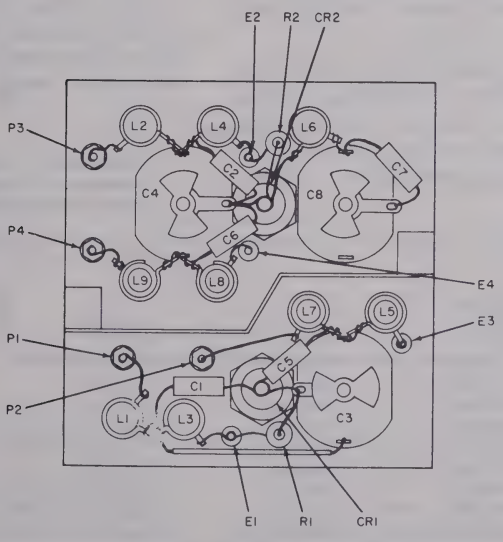

Figure 4-60. Frequency multiplier assembly 6A2A1, parts location.
Step (*b*) (2) (*i*) above: no output, tripler circuit.	Check diode CR2 (fig. 4-60) for short or open circuit; replace diode if necessary. Check for short or open circuit at P3 or P4 connectors. Replace the defective component or restore connections as required.